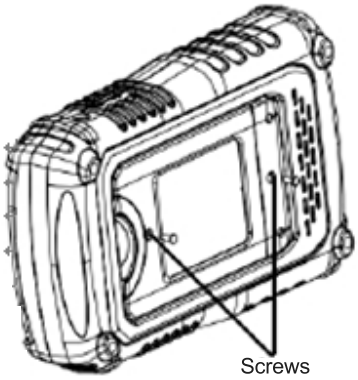

Figure 1
1. Retirez les deux vis du couvercle de la batterie à l'aide d'un tournevis. comme le montre la figure 1.